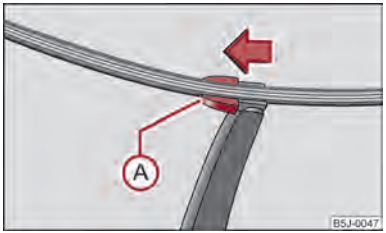

Fig. 34 Spazzola tergilunotto
– Sollevare il braccio portaspazzola dal parabrezza e posizionare la spazzola in posizione perpendicolare rispetto al braccio ⇒fig. 34.